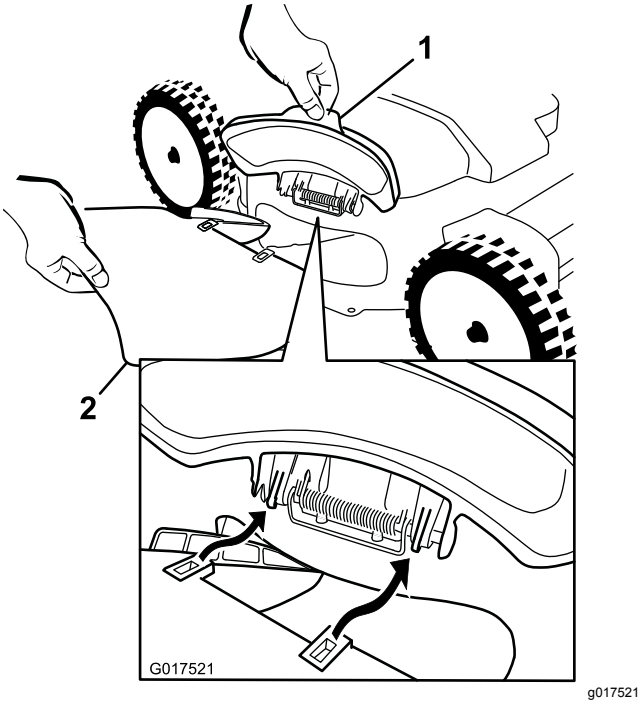
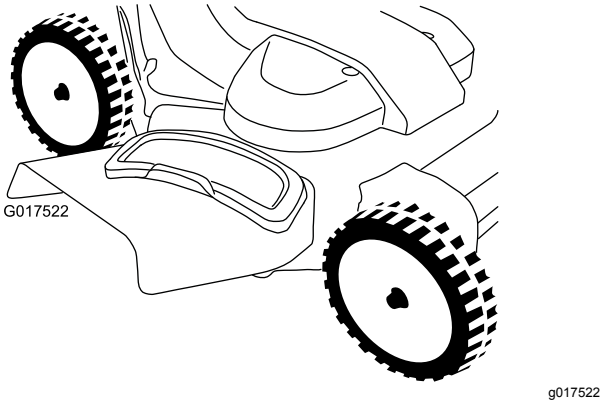

Rysunek 28
Rysunek 29
1. Unieś otwartą pokrywę wyrzutu bocznego (Rysunek 28).
2. Zamontuj tunel wyrzutu w bok w sposób przedstawiony na Rysunek 28 oraz Rysunek 29, a następnie zamknij drzwi na tunelu.